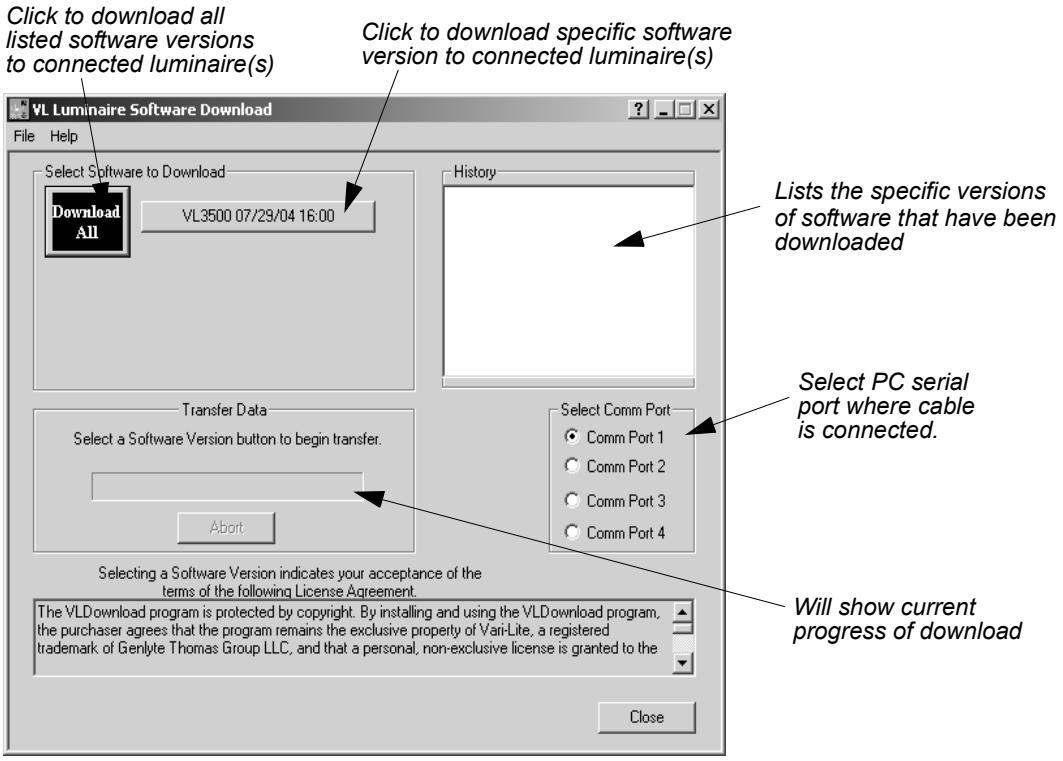

Figure 3-5: VL Download Program Window
Step 6. At Select Comm Port section of window (refer to Figure 3-5 on next page), select serial Comm Port (Comm Port 1, Comm Port 2, Comm Port 3, or Comm Port 4) where *Serial Straight Thru Cable* is connected.